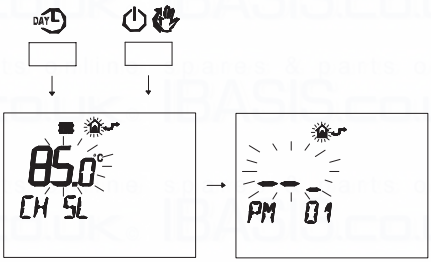

Fig. 7.33
- Press buttons DAY and ⏻ at the same time to enter transparent programming (Fig. 7.33).